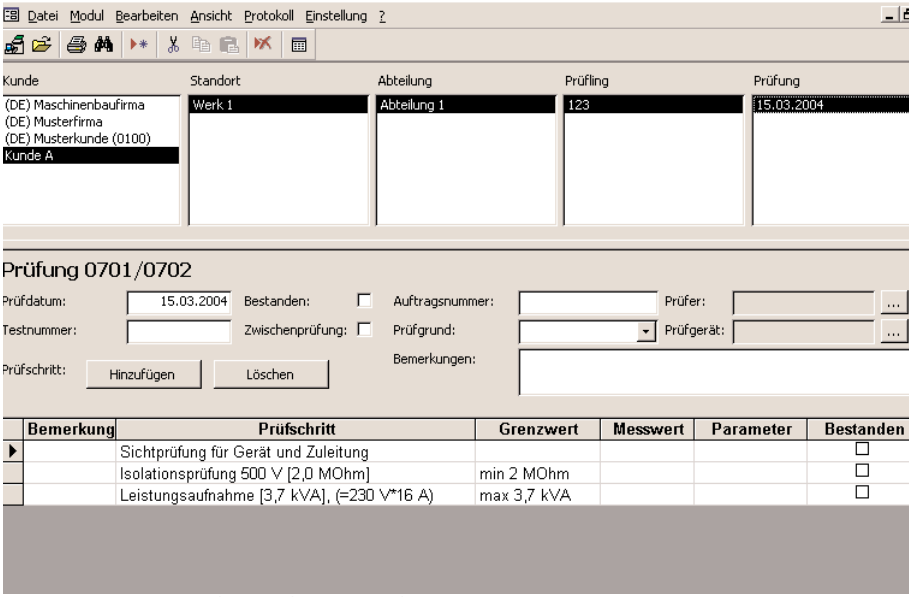

Bild 5.16: Datensatz für Prüfung hinzufügen
- Geben Sie nun jeweils einen Messwert für die Isolationsprüfung und die Leistungsaufnahme in die jeweiligen Felder ein, Sie müssen zur Eingabe von Messwerten einen Doppelklick auf das Eingabefeld machen. Geben Sie z.B. für die Isolationsprüfung einen Messwert von 19,5 und für die Leistungsaufnahme einen Messwert von 0,8 ein (siehe A, Bild 5.16).
- Kreuzen Sie für die drei Einzelprüfungen die Felder "Bestanden" an (siehe B, Bild 5.16). Nun wird automatisch das Feld "Bestanden" (siehe C, Bild 5.16) aktiviert.
- Geben Sie nun einen Prüfer an, klicken Sie dazu auf die Schaltfläche "..." rechts neben dem Eingabefeld (siehe D, Bild 5.16) Es erscheint dann ein Fenster mit der Liste aller angelegten Prüfer, wählen Sie einen Prüfer (z.B. den von Ihnen bei Grundeinstellungen unter 5.2.2 angelegten Prüfer) aus der Liste aus und bestätigen Sie mit "OK".
- Geben Sie nun ein Prüfgerät an, klicken Sie dazu auf die Schaltfläche "..." rechts neben dem Eingabefeld (siehe E, Bild 5.16). Es erscheint dann ein Fenster mit der Liste aller angelegten Prüfgeräte, wählen Sie ein Prüfgerät aus der Liste aus und bestätigen Sie mit "OK".